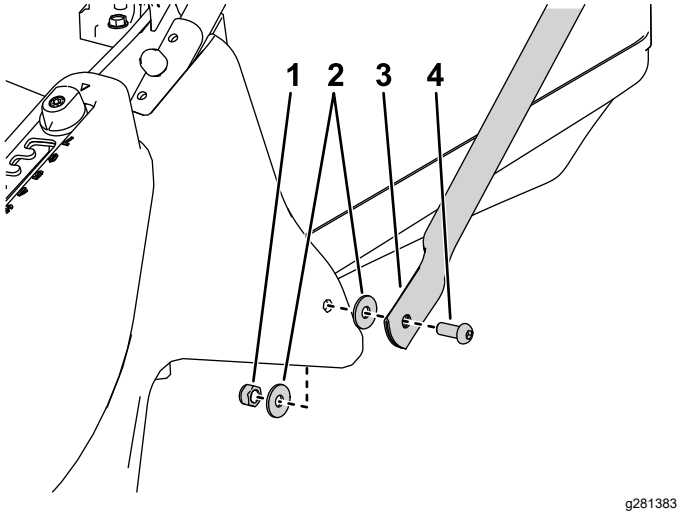

Figuur 4
3. Monteer het onderste deel van de steunduwbomen aan weerszijden van het maaidek; gebruik hierbij een bout, platte ringen aan de binnen- en buitenkant van het maaidek, en een borgmoer (Figuur 4).